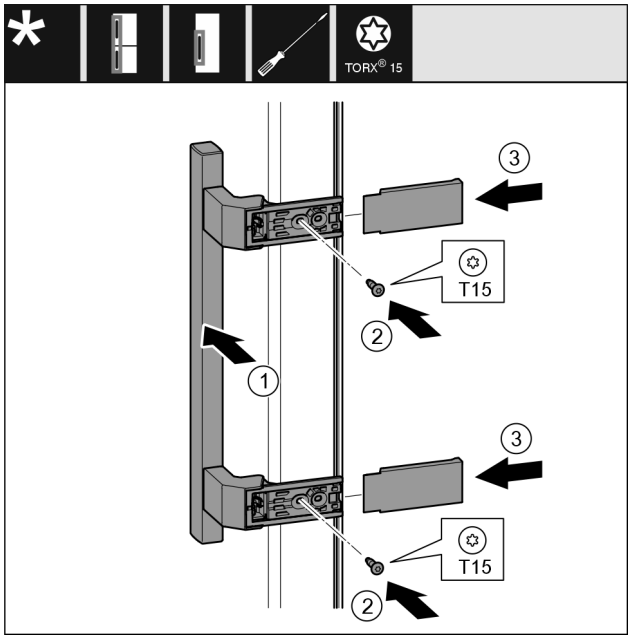

Fig. 36
- ▶ Breng het handvat *Fig. 36 (1)* aan de andere kant aan.
- ▶ Schroeven *Fig. 36 (2)* met een schroevendraaier vastschroeven.
- ▶ Plaats de afdekkingen *Fig. 36 (3)* op de zijkanten en schuif ze erop.